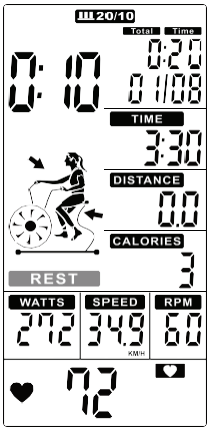
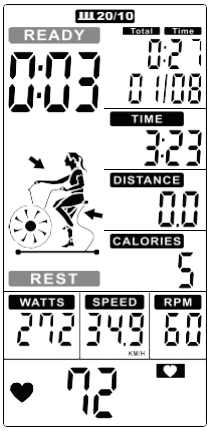

Figure 30
Figure 31
4. Cycle time counts down from 20 to 0 and **REST** flashes once per second along with beeps (Figure 30), meanwhile READY will flash in last 3s (Figure31).